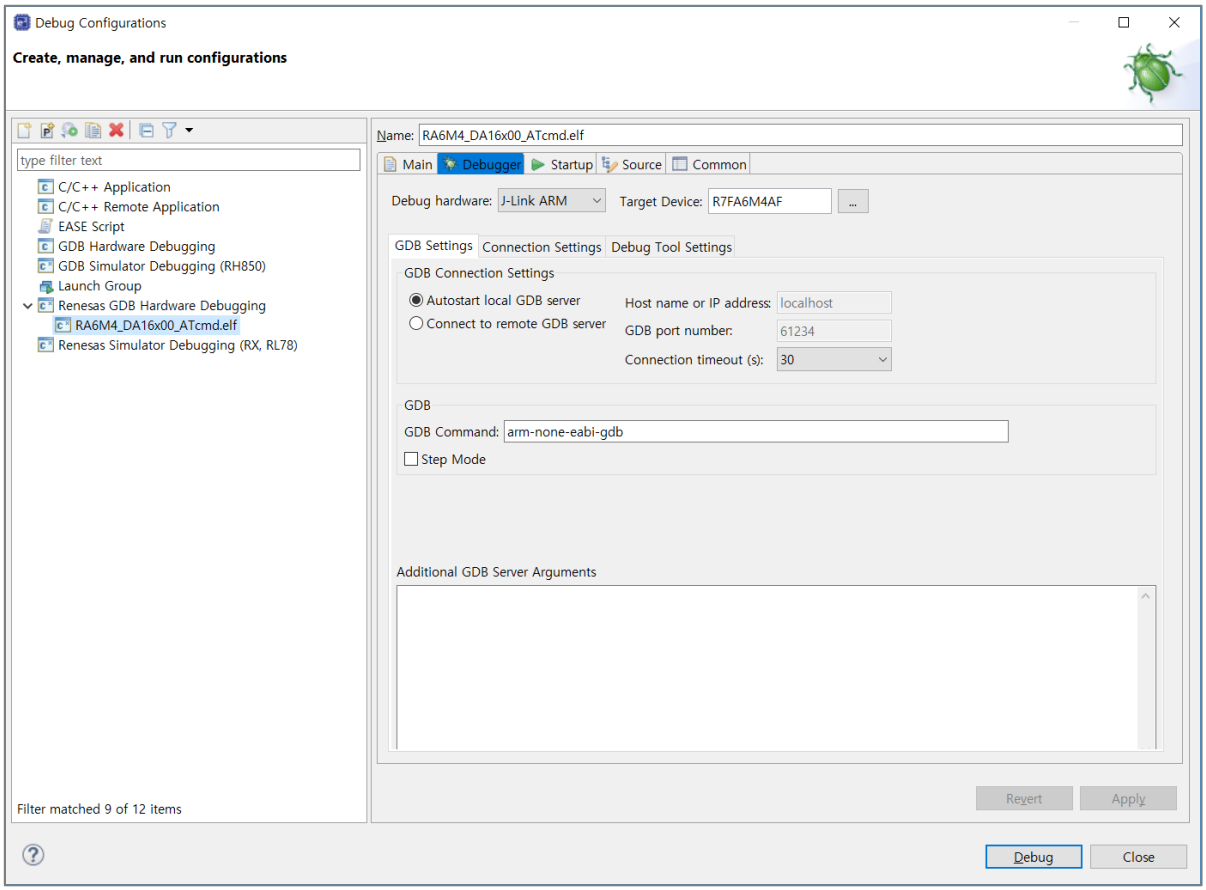

Figure 72. Set debug configurations
7. On the **Debugger** tab, change the configuration as shown in Figure 72, and then click **Apply** > **Debug**.